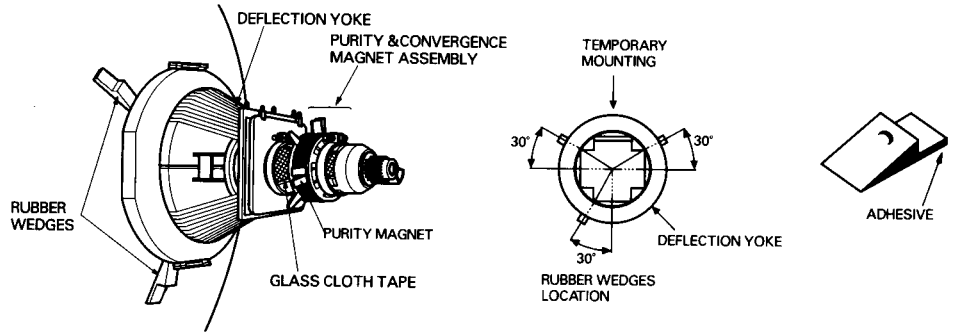

Figure 16
CAUTION: Convergence and Purity have been factory aligned. Do not attempt to tamper with these alignments. However, the effects of adjacent receiver components, or replacement of picture tube or deflection yoke may require the need to readjust purity and convergence. Convergence magnet assembly and rubber wedges need mechanical positioning following the figure 16. Before attempting any convergence adjustments this receiver should be operated for at least fifteen minutes. If adjustment is required the adjustments should be made in the following sequence.
2. Adjust DY to obtain a better convergence in the circumference by orbital movement of the front of the yoke, then secure the DY in appropriate position by placing the placing the wedges as illustrates in figure 18. Tighten screw holding the DY. Stick 3 adhesive tapes on wedges as shown in figure 16.